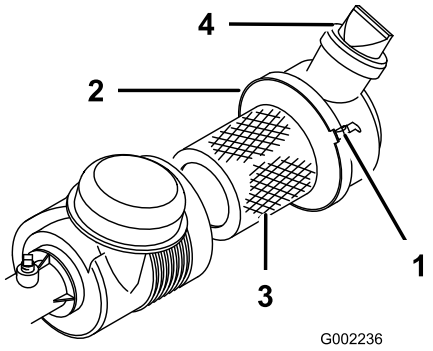

Figure 36
Check the air cleaner body for damage that could cause an air leak. Ensure that the dust cap is tightly sealed onto the air cleaner. Replace a damaged air cleaner body. Squeeze the valve (Figure 36) before each use to clear it of dust and debris. Service the air cleaner filter every 100 hours.
3. Loosen the air cleaner strap that secures the air cleaner cover to the air cleaner body (Figure 36) and separate the cover from the body.
7. Secure the straps (Figure 36).
4. Install the cover with the valve pointing down and secure the straps (Figure 36).